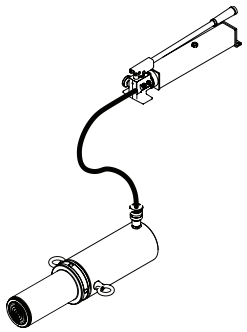

Figure 2 : Purge de la pompe et du vérin
1. Purge de l'air du vérin : Placez la pompe à une position plus élevée que le tuyau et le vérin comme illustré à la figure 2. Dans le but de forcer l'air à aller dans le réservoir en haut, fermez la soupape de surpression et faites sortir le vérin autant que possible. Ouvrez la soupape complètement pour permettre à l'huile et à l'air de retourner au réservoir. Répétez la procédure deux ou trois fois.